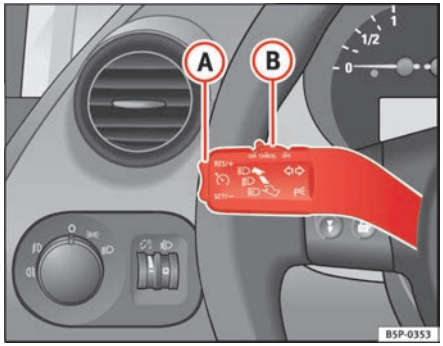

Fig. 148 Turn signal and main beam headlight lever switch and rocker switch for the cruise control
- when the lever (B) is moved to the position “CANCEL” without reaching the “OFF” position. Once the “CANCEL” operation is completed, the lever is released and returns to its initial position.
To resume the cruise control, release the brake or clutch pedal or reduce the vehicle speed to less than 180 km/h and press once on the upper part of the rocker switch **RES/+** ⇒ fig. 148 (A).